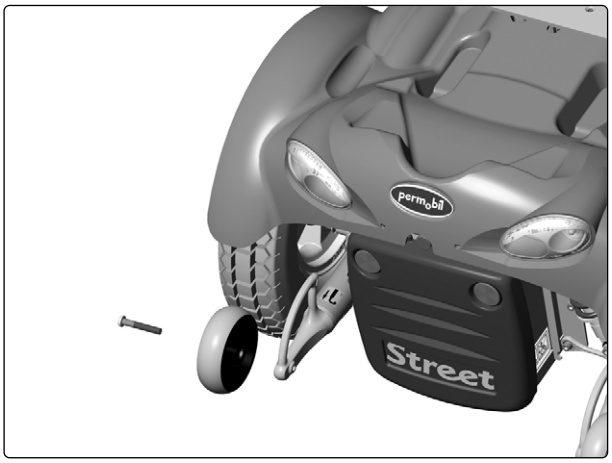

Abb. 16. Die Stützräder sind mit jeweils einer Schraube montiert.
2. Entfernen Sie die Schrauben, s. Abb. 16.